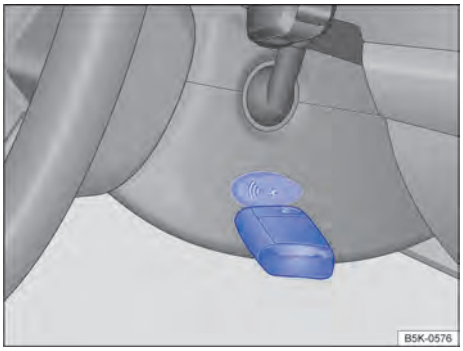

Fig. 90 À direita na coluna de direção: função de partida de emergência em veículos com sistema de travamento e de partida Keyless Access sem chave.
– Manter a chave do veículo diretamente após pressionar o botão de partida à direita da coluna de direção → Fig. 90.